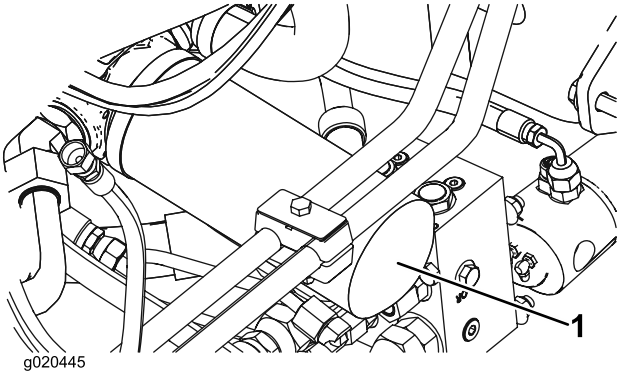

Figur 72
2. Rengör runt områdena där filter monteras. Ställ ett avtappningskärl under filtret och ta bort filtret (Figur 72).